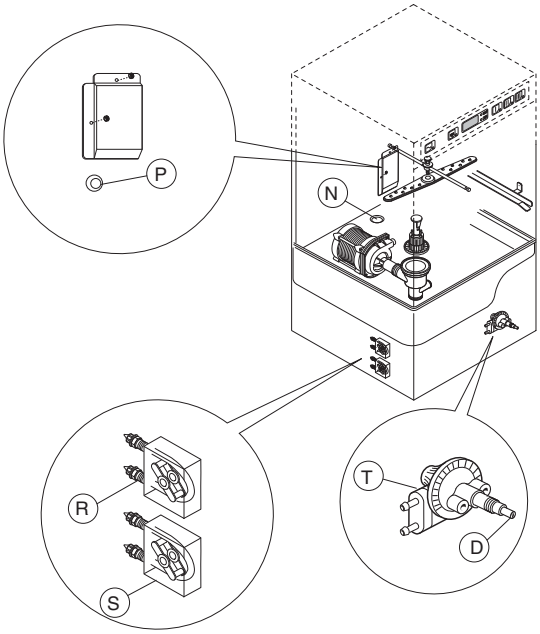

Fig. 16
1. **Opvaskemaskine med indbygget doseringspumpe til opvaskemiddel (Fig. 16)**
2. **Opvaskemaskine med indbygget doseringspumpe til afspændingsmiddel (peristaltikpumpe) (Fig. 16)**
3. **Opvaskemaskine med indbygget doseringspumpe til afspændingsmiddel (membranpumpe) (Fig. 16)**
Forberedelse af automatisk doseringspumpe til opvaskemiddel (Fig. 16)
På maskiner med trykboiler er det muligt at aktivere membrandoseringsbeholderen manuelt ved at trykke på skruen “D” (Fig. 16).
Drej ⊕ på skruen "D" for at ændre doseringen (Fig. 16).